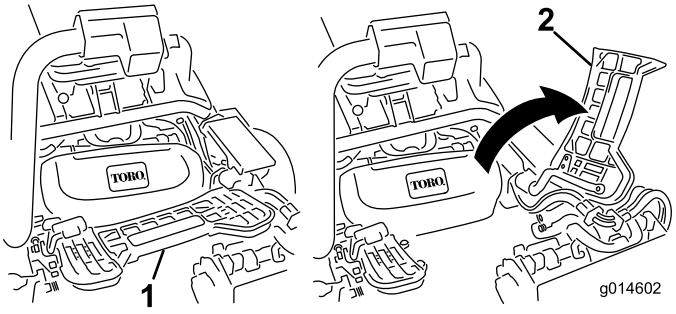

**Figur 12**
7. Om du monterar mittklippenheten lyfter du upp fotstödet och fäller upp det så att du kommer åt mittklippenheten (Figur 12).